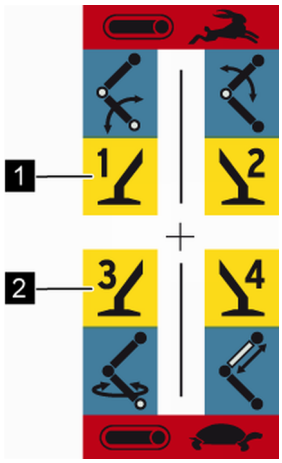

Fig. 50: Outrigger function
3. *With the pre-selection lever select the outriggers 1 and 2 (*Fig. 50/1*) or 3 and 4 (*Fig. 50/2*).*